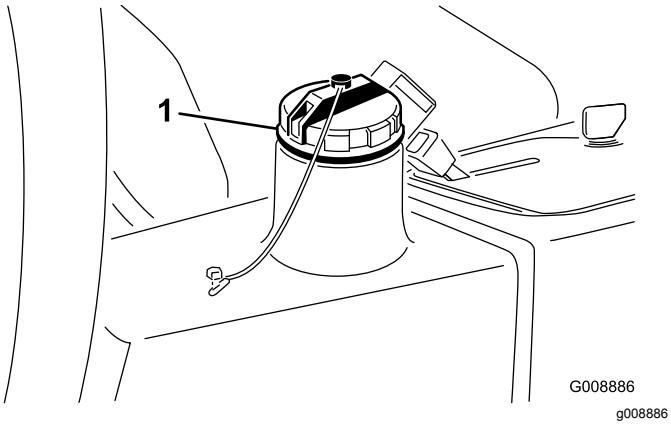

Figur 75
4. Fyll tanken (Figur 75) med cirka 13,2 liter hydraulvätska. Se Kontrollera hydraulsystemet (sida 27).